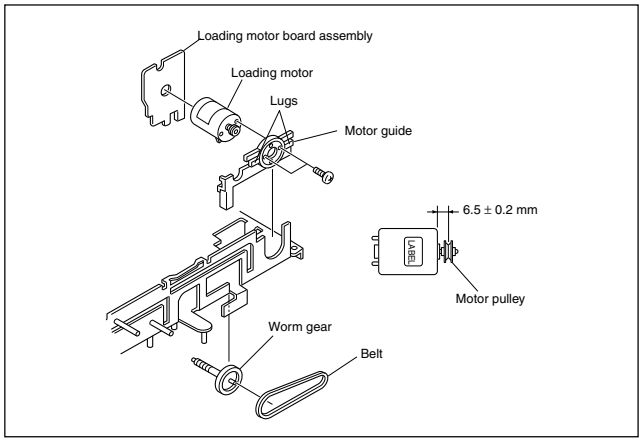

Fig. 2-2-7a
(1) Remove the belt wound around the worm gear.
(2) Open the two lugs of the motor guide and remove the loading motor, loading motor board assembly and motor guide altogether by pulling them up.
(3) When replacing the loading motor board assembly, take care with the orientation of the loading motor. (Install so that the loading motor label faces upward.)
(4) When the motor pulley has been replaced, choose the fitting dimension as indicated in Fig.2-2-7a.